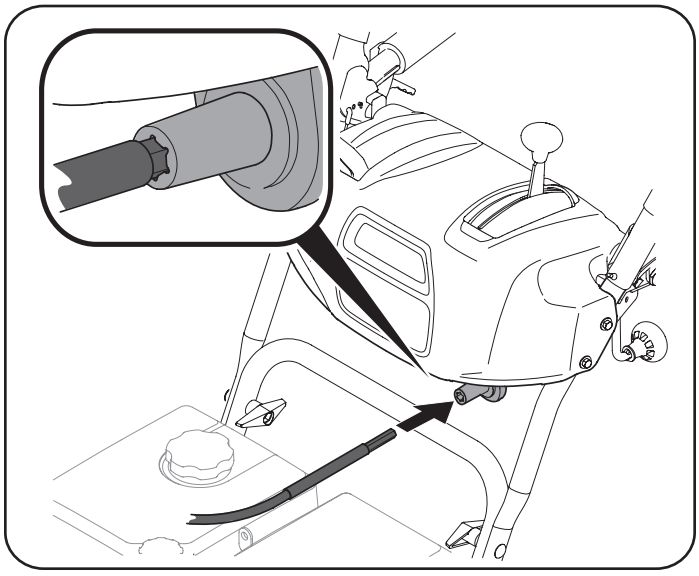

Figura 30
6. Inserte el extremo hexagonal del eje flexible en el acoplamiento de la varilla de control del canal que está debajo del tablero de instrumentos. Consulte Figura 30.